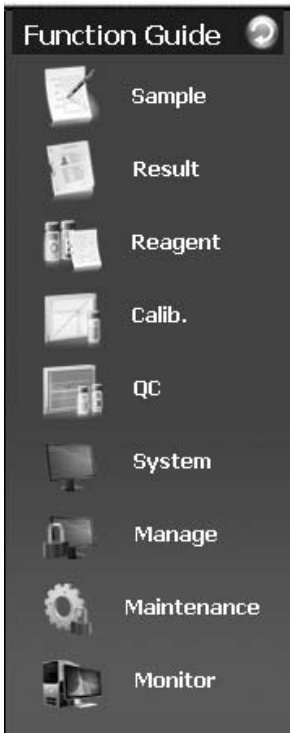

Figure 3-1-2
(2)Main functional guide area: Click to select functional keys as Figure 3-1-2 shows. Click “” to change window color and style.